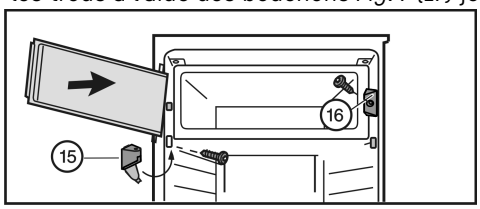

Fig. 8
- ▶ Monter l'élément de fermeture *Fig. 8 (16)*.
- ▶ Monter le support d'appui *Fig. 8 (15)* et fermer le cache.